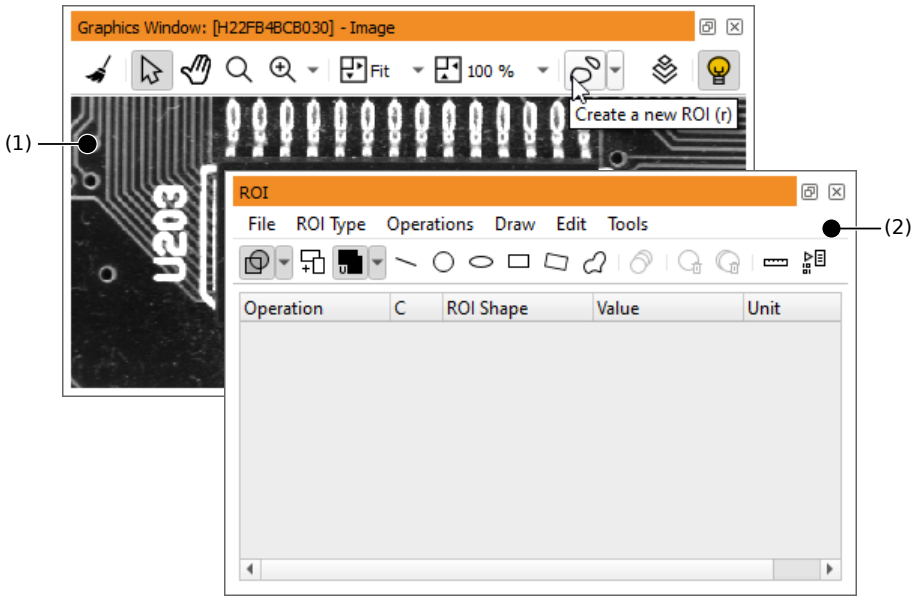

Figure 6.81: Base image for the creation of an ROI.
As an introductory example, the image shown in figure 6.81 (1) shall be used as the base image for a completeness check application. To determine the location and the alignment of the chip in subsequent images, parts of its imprint will be used as a landmark. Therefore, an ROI has to be created. It would be cumbersome to generate an ROI based on written-down pixel coordinates. Instead, it is much easier to draw a figure right into the image and let HDevelop generate the corresponding instructions.
This will open the dialog shown in figure 6.81 (2) which will act as a tool box for your new figure.